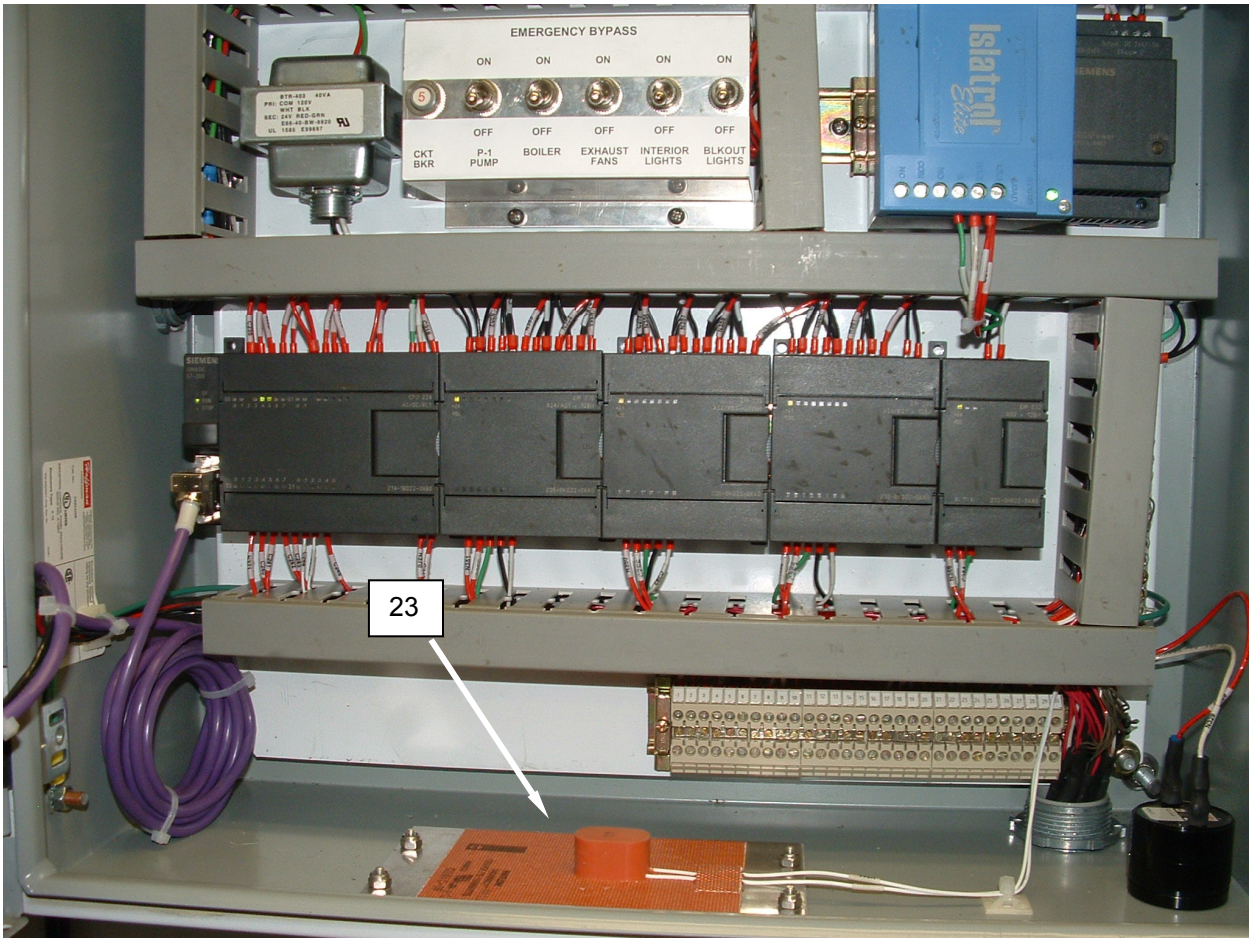

Figure 16. Replace the Electric Box Heater.
3. Tag and disconnect wiring from heater **(Figure 16, Item 23)**.
4. Remove fasteners retaining heater **(Figure 16, Item 23)**, and remove heater.
5. Install replacement heater **(Figure 16, Item 23)** and retain with fasteners.
6. Connect wiring to replacement heater **(Figure 16, Item 23)** as tagged.